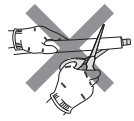

Fig. 1
- No corte la manguera de drenaje de la unidad. (Fig. 1)
1) Corte el tubo de cobre correctamente con un cortador de tubos. (Fig. 1, 2)